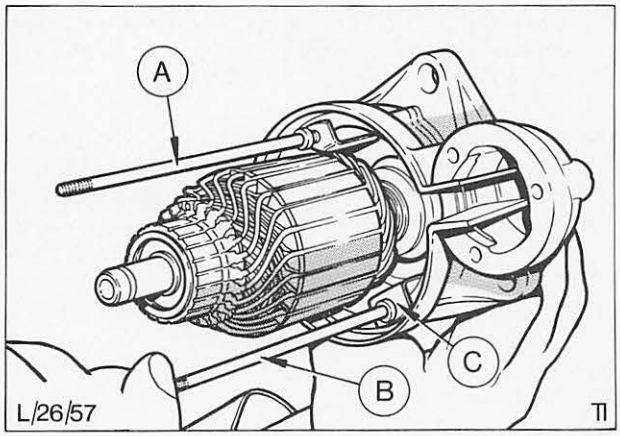

Abb. 73 A/B = Gewindestifte
15. Bei Anlassern mit Muttern und Gewindestiften anstelle der Befestigungsschrauben, Freilaufanschlag einsetzen und mit den zwei Gewindestiften befestigen, Abb. 73.